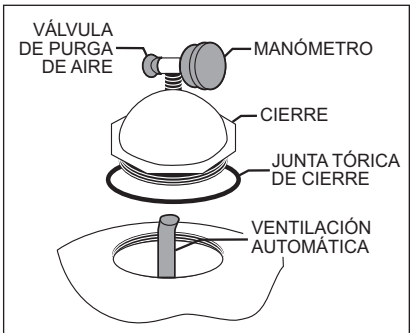

Figura 1
10. Verifique que la rejilla de ventilación automática sobresalga hacia el centro del cierre, como se muestra en la **Figura 1**.
12. Instale el manómetro y la válvula de purga de aire en el cierre. Consulte **Figura 1**.